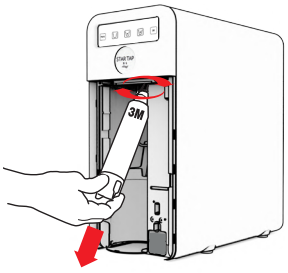

Fig. 3-29
41.4 - Rimuovere il filtro dalla testata, ruotandolo in senso antiorario fino a raggiungere il punto di sblocco. Tirare il filtro verso il basso per estrarlo, nel caso non si dovesse sfilare ripetere l'operazione descritta precedentemente, vedi Fig. 3-29